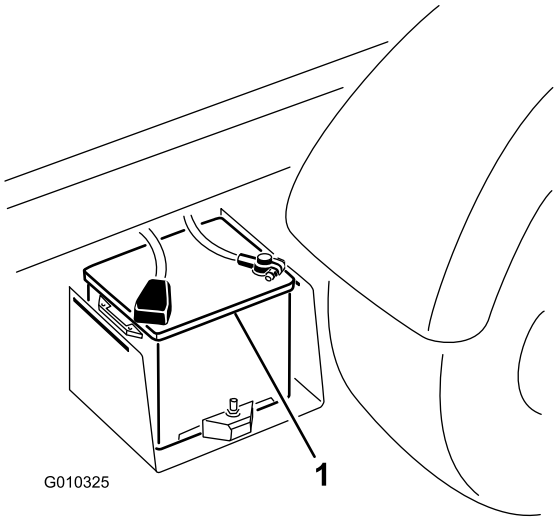

Figur 52
2. Koble de to batterienes positive poler til hverandre med en startkabel (Figur 52). Positive poler kan være markert med et "+"-tegn øverst på batteridekslet.